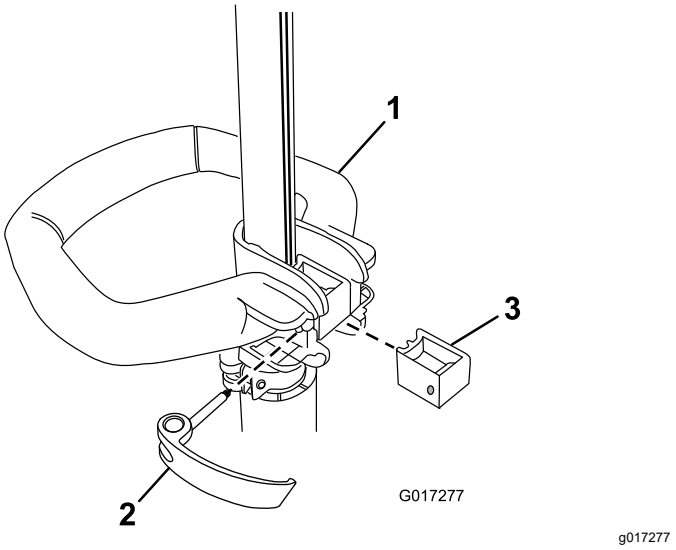

Figure 1
1. Placez la poignée auxiliaire sur l'arbre de la débroussailleuse, la surface lisse tournée vers vous (Figure 1).
2. Glissez le renfort dans la poignée auxiliaire jusqu'à ce qu'il soit engagé dans la rainure de l'arbre (Figure 1).
3. Glissez le verrou par la gauche dans la poignée et le renfort, puis serrez la vis du verrou à l'aide d'un tournevis à pointe cruciforme (Figure 1).